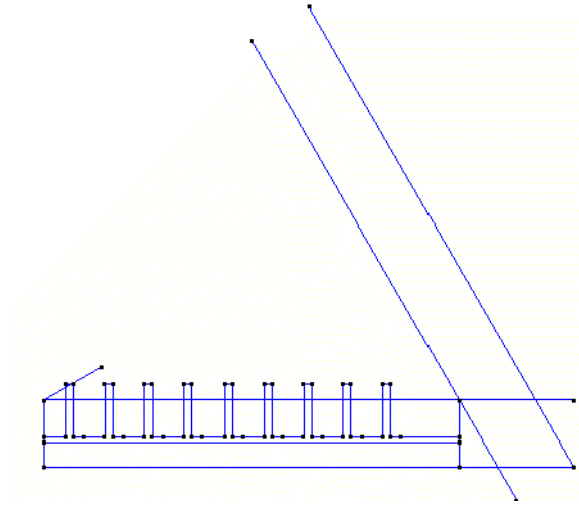

Figure 13. Profile of the pipe and the auxiliary lines
9. Choose **Geometry→Delete→All Types**. (This tool may also be found in the GiD Toolbox.) Select the lines and points beyond the vertical that passes through the tangential center. Press **ESC**. They will be deleted and the result should look like that shown in Figure 13.